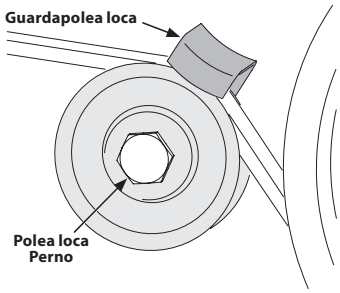

Figura 20
3. Retire el perno de la polea loca y mueva la correa desde debajo del guardacorreas de la polea loca. Vea la Figura 20.